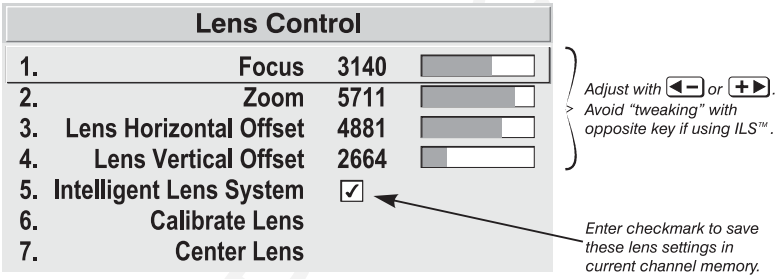

Figure 2.26. Lens Settings and the ILS™
- Try to release the [◄–] or [+►] key ***before*** reaching a desired lens setting, then continue as necessary with small incremental adjustments ***in the same direction***. If you "overshoot" slightly, do not reverse and "tweak" into place unless you have overshot ***beyond*** the backlash zone (which can vary from 10 to 600 increments, depending on the function). Otherwise, the *ILS*™ function will not recognize the final "tweaked" value when you return to this channel, and lens performance will appear inaccurate. In general, use small "incremental" fine-tuning only if the direction of lens movement has not changed during an adjustment. See Figure 2.26.